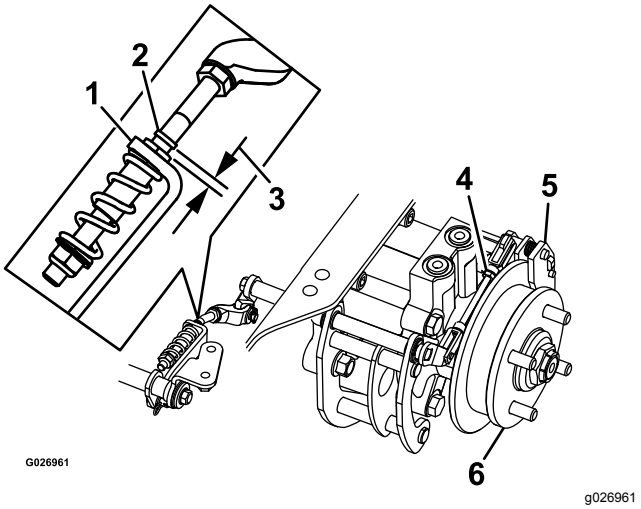

Figur 82
8. Sjekk for å se om det finnes synlig avstand mellom L-braketten og koblingsstoppet (Figur 82).